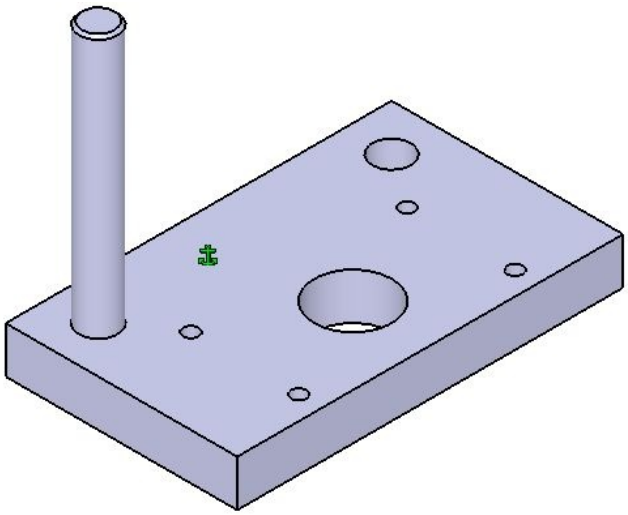

Figure 12-85 *The Guide Pillar created in the assembly*
c. Create the Guide Bush and Guide Pillar as subsequent components inside the product file, refer to Figures 12-85 through 12-87.
8. Turn on the display of the Bottom Plate and switch back to the **Assembly Design** workbench. The Guide Pillar is created in the assembly, as shown in Figure 12-85.